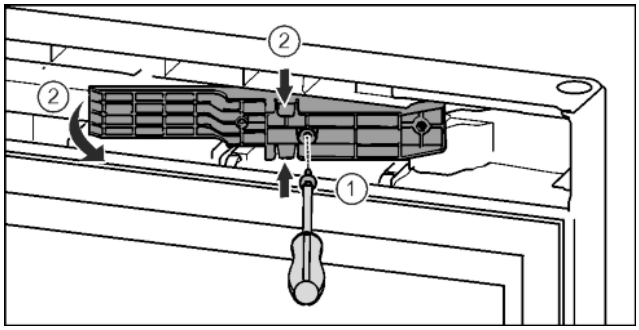

*Fig. 16 **
▶ Desserrer les vis avec un tournevis T15.* *Fig. 16 (1)*
▶ Sortir l'adaptateur.* *Fig. 16 (2)*